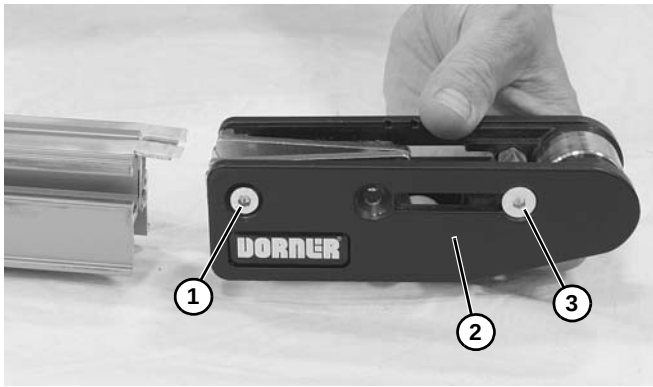

Abbildung 58
2. Schraube **(Abbildung 58, Teil 1)** auf beiden Seiten des Förderbands lösen. Bandradseite **(Abbildung 58, Teil 2)** vom Förderband abnehmen.
3. Befestigungsschrauben **(Abbildung 58, Teil 3)** abnehmen.